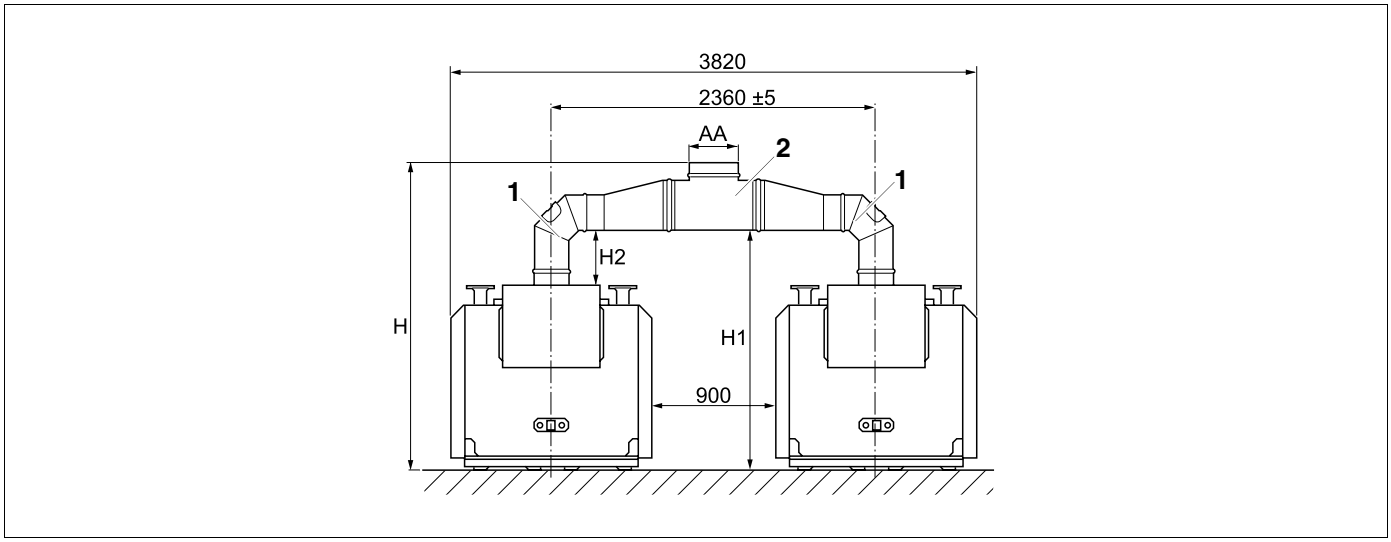
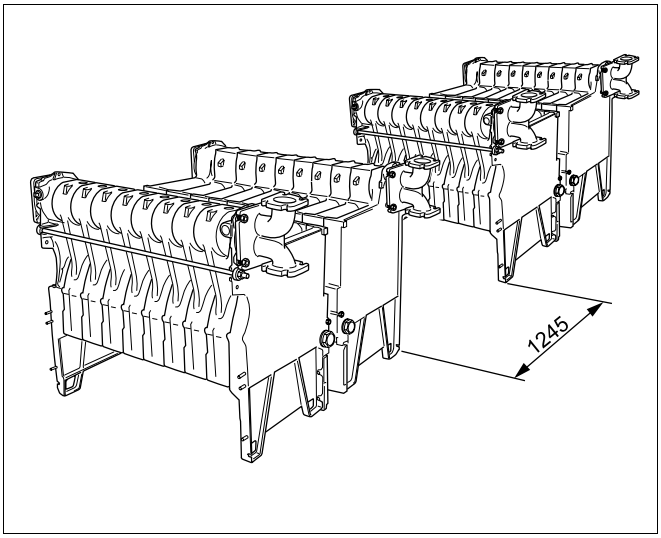

Afb. 73 Logano GE434-dubbele ketel (maten in mm)
Afb. 74 Afstand tussen de voetjes van de eindelementen (maten in mm)
De beide afzonderlijke ketels Logano GE434 worden op een afstand van 900 mm van elkaar opgesteld (afb. 73). Het is raadzaam, om na de opstelling van het 1e ketelblok en voor het aanbrengen van de ketelmantel eerst het 2e ketelblok op een afstand van 1245 mm (afstand tussen de voetjes van de eindelementen, afb. 74) op te stellen.
De rookgasverbinding wordt opgebouwd door het in elkaar steken van de afzonderlijke delen (afb. 73).
Het aftakkingsonderdeel (afb. 73, **pos. 2**) kan tot 90° naar voor of naar achter gedraaid worden.
Vanaf het aftakkingsonderdeel (afb. 73, **pos. 2**) moet de rookgasleiding ondersteund worden.